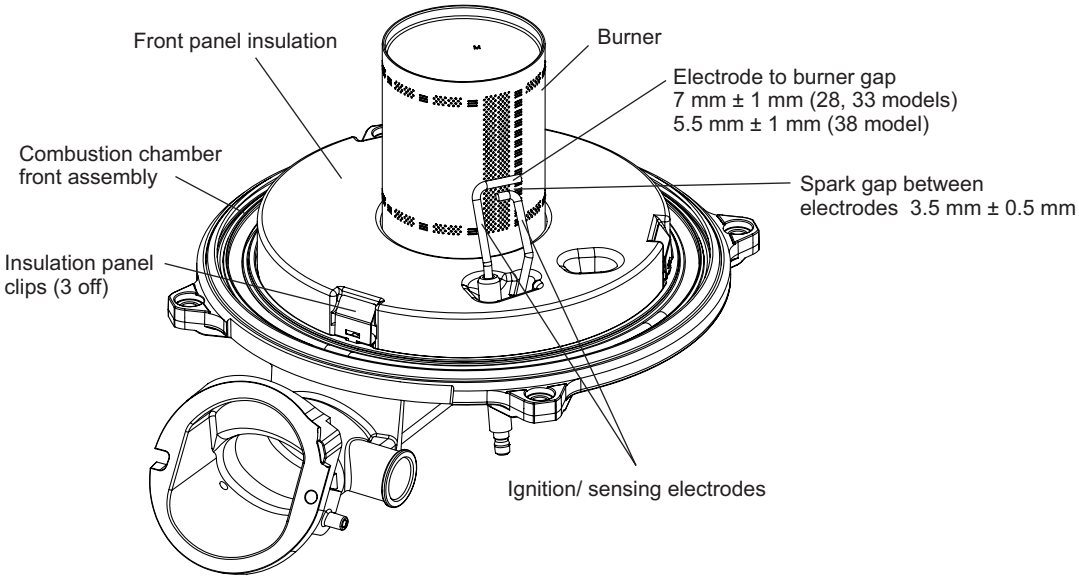

Fig. 7.5
7.3 PREPARE FOR SERVICING - Fig. 7.5
2. Open the three spring clips (see Fig. 7.5) and carefully lift off the insulation panel to gain access to the burner fixings. It will be necessary to remove the electrode assembly first as described in Section 8.3.